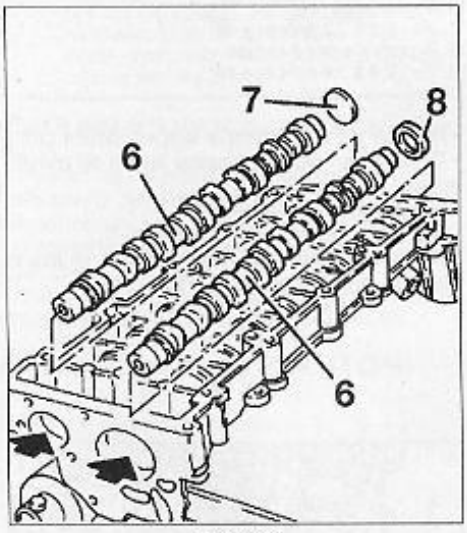

FIG. 46
• Déposer les outils (2), puis soulever suffisamment les arbres à cames afin d'extraire les engrenages.
• Déposer les arbres à cames (6) avec le bouchon (7) et le joint d'étanchéité (8) (Fig.46).